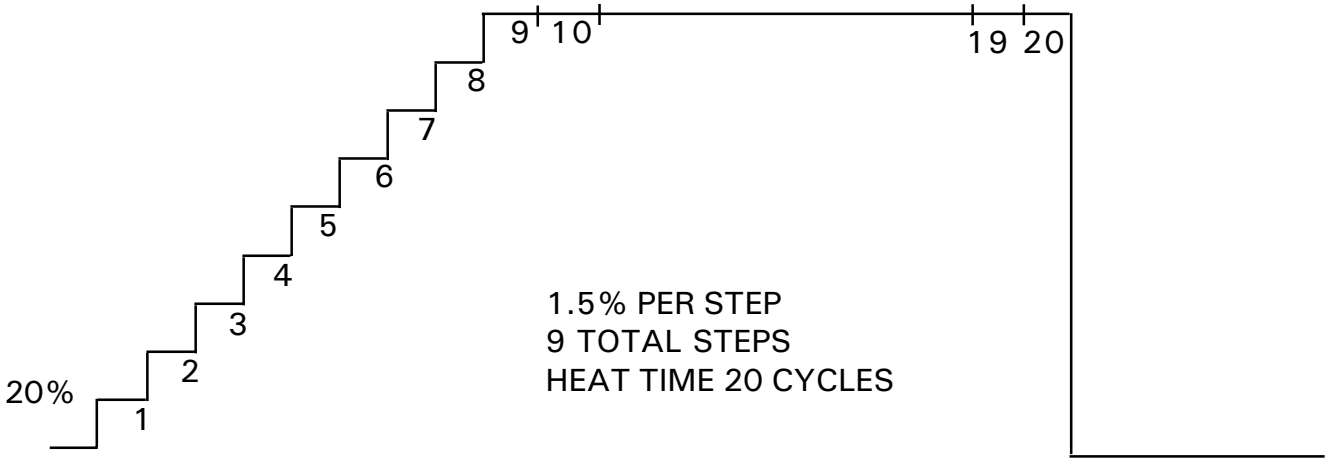

FIG. 1
•Upslope is defined as a stair step ladder where HEAT% is incremented, from an initial value, in small increments and over a specified period of time. (See figure 1)